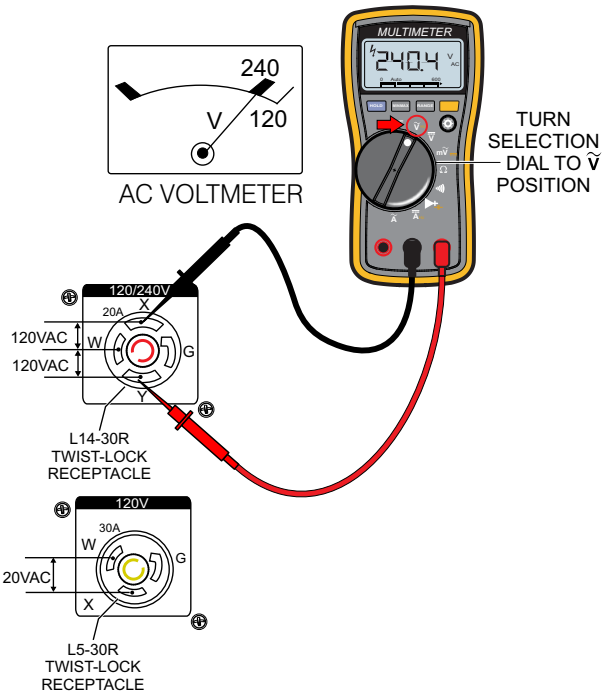

Figure 29. 120/240V L14-30R Receptacle
15. Read voltmeter on front panel of generator (Figure 29) and verify that 240 VAC is displayed. Using an external voltmeter as shown in Figure 29, verify that 240 VAC is present at the 120/240V, L14-30R twist-lock receptacle.